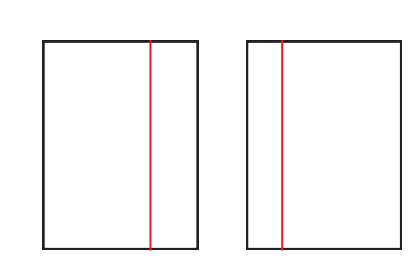

Fig. 1.
2. Draw a vertical line parallel to the longest side 50mm in from the edge on each piece (as seen in red in Fig. 1). This is the line you will match your fabric spine to when gluing.